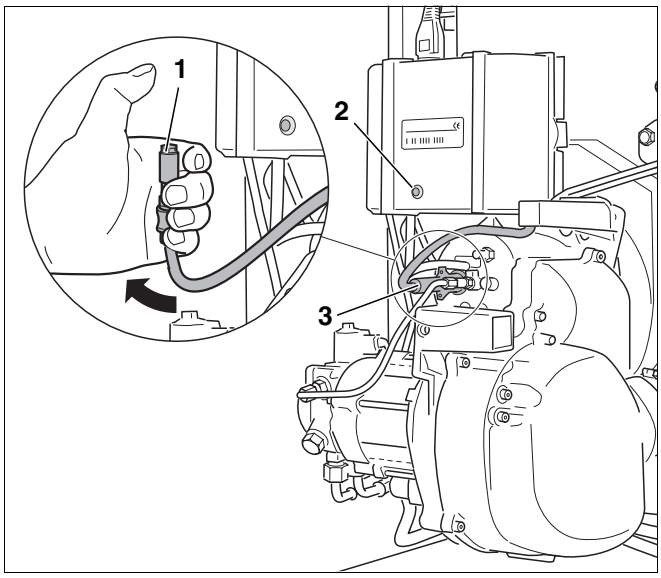

Rys. 43 Sprawdzenie prawidłowości działania czujnika płomienia
- Przy działającym palniku wyjąć czujnik płomienia za uchwyt (rys. 43, **poz. 3**).
- Przytrzymać czujnik płomienia, poddając go działaniu światła (rys. 43, **poz. 1**). Po ponownym rozruchu powinno nastąpić wyłączenie awaryjne.
- Odczekać ok. 30 sekund i odblokować automat palnikowy, naciskając przycisk odkłócający (rys. 43, **poz. 2**) lub przycisk "Reset" na sterowniku BC10.